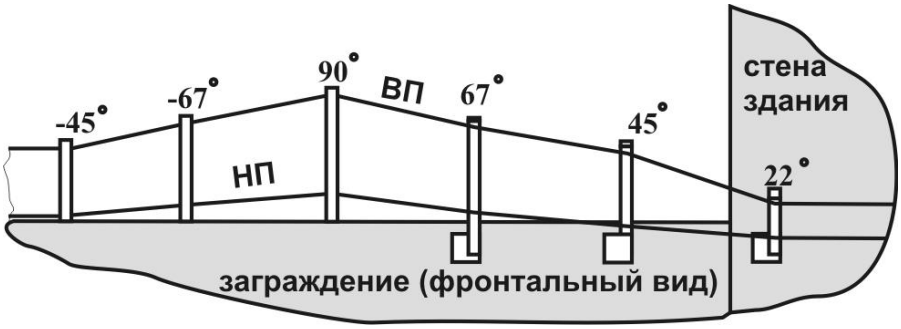

Рис. 10.4
10.1.1 Перед установкой необходимо решить каким образом ЗО будет образовывать контрольный рубеж. Прохождение внутренних или внешних углов, перепадов по высоте или переход с одной стороны заграждения на другую, например, при «обходе» стены здания, производится в соответствии с рис.10.1… рис.10.4.